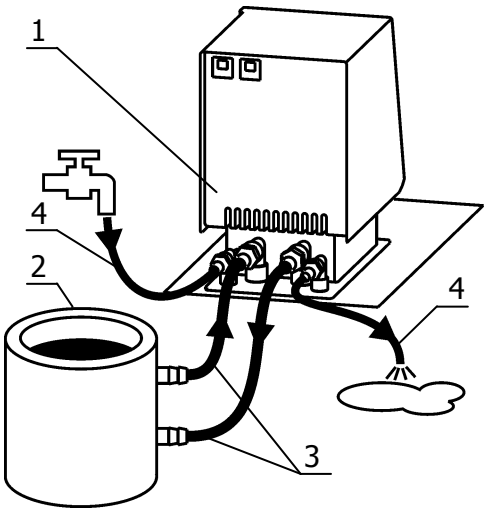

Рисунок 4 — Подключение внешнего потребителя
2.2.6 Для подключения к термостату 1 (рисунок 4) внешнего потребителя закрытого типа 2 использовать соединительные шланги 3. Концы соединительных шлангов надежно закрепить на штуцерах блока регулирования и внешнего потребителя хомутами.